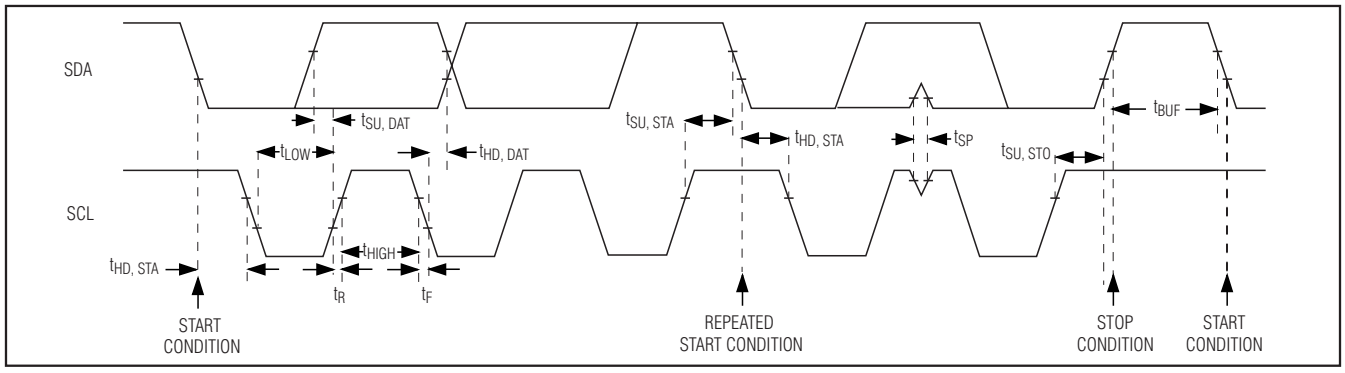

Figure 4. I²C Serial-Interface Timing Diagram
The MAX9597 features an I²C/SMBus™-compatible, 2-wire serial interface consisting of a serial-data line (SDA) and a serial-clock line (SCL). SDA and SCL facilitate communication between the MAX9597 and the master at clock rates up to 400kHz. Figure 4 shows the 2-wire interface timing diagram. The master generates SCL and initiates data transfer on the bus. A master device writes data to the MAX9597 by transmitting a START (S) condition, the proper slave address with the R/$\overline{W}$ bit set to 0, followed by the register address and then the data word. Each transmit sequence is framed by a START and a STOP (P) condition. Each word transmitted to the MAX9597 is 8 bits long and is followed by an acknowledge clock pulse. A master reads from the MAX9597 by transmitting the slave address with the R/$\overline{W}$ bit set to 0, the register address of the register to be read, a REPEATED START (Sr) condition, the slave address with the R/$\overline{W}$ bit set to 1, followed by a series of SCL pulses. The MAX9597 transmits data on SDA in sync with the master-generated SCL pulses. The master acknowledges receipt of each byte of data. Each read sequence is framed by a START or REPEATED START condition, an acknowledge or a not acknowledge, and a STOP condition. SDA operates as both an input and an open-drain output. A pullup resistor, typically greater than 500Ω, is required on the SDA bus. SCL operates as only an input. A pullup resistor, typically greater than 500Ω, is required on SCL if there are multiple masters on the bus, or if the master in a single-master system has an open-drain SCL output. Series resistors in line with SDA and SCL are optional. Series resistors protect the digital inputs of the MAX9597 from high-voltage spikes on the bus lines, and minimize crosstalk and undershoot of the bus signals.